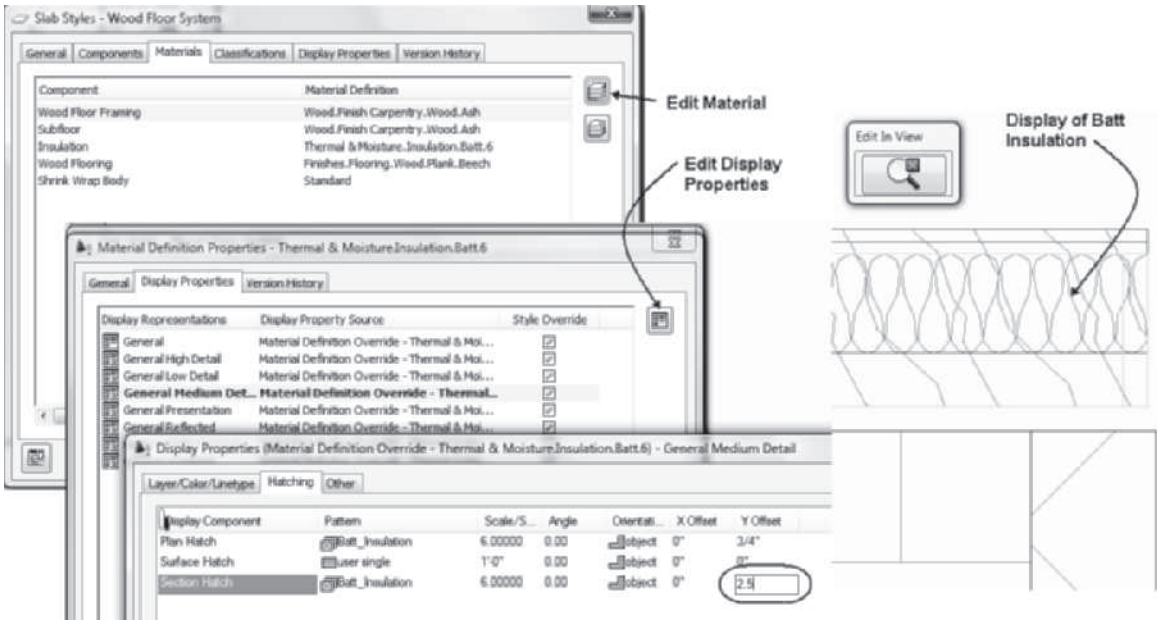

FIGURE 8.30 *Display settings for insulation material*
14. In this step you will modify the display properties of the Thermal&Moisture. Insulation.Batt.6 [Thermal & Moisture.Insulation.Batt.140] material definition to view the insulation in section. Select the slab and choose **Edit Style** to open **Slab Styles–Wood Floor System** dialog box. Choose the **Materials** tab. Choose the **Insulation** component. Click the **Edit Material** button at the right. Choose the **Display Properties** tab and verify that the **General Medium Detail** display representation is selected. Click the **Edit Display Properties** button at the right to open the **Display Properties (Material Definition Override-Thermal&Moisture.Insulation.Batt.6 [Thermal&Moisture.Insulation.Batt.140])-General Medium Detail** dialog box. Choose the **Layer/Color/Linetype** tab and turn on the visibility of the **Section Hatch**. To center the insulation hatch pattern in the joist cavity, choose the **Hatching** tab and edit the Y offset to **2.5 [64]** for the **Section Hatch** component. Click **OK** to dismiss all dialog boxes and view the insulation as shown at the right in Figure 8.30.